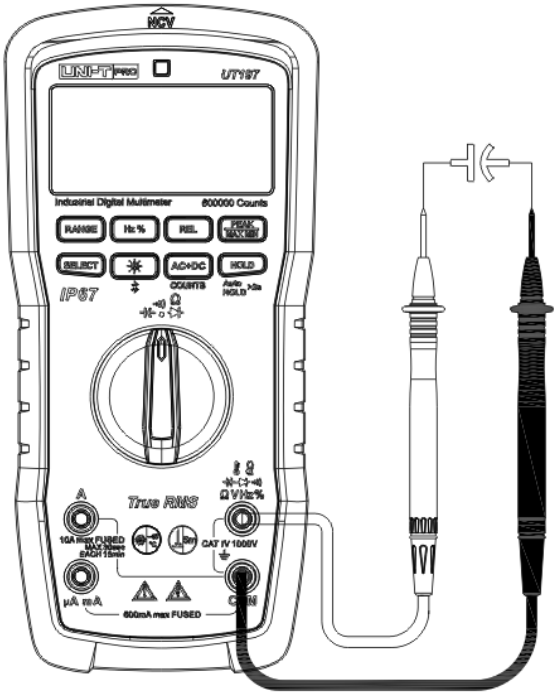

Figura 12
9. Medición de capacitancia（Figura 12）